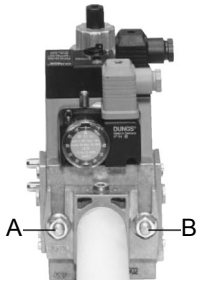
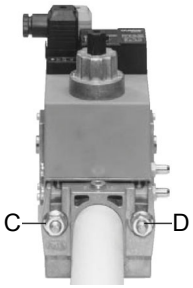
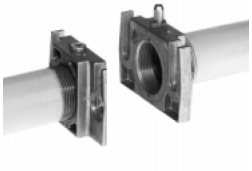

Рис. 6
Рис. 7
Рис. 8
3. Затянуть винты A, B, C и D (Рис. 6 - Рис. 7), соблюдая дистанции монтажа (Рис. 8);